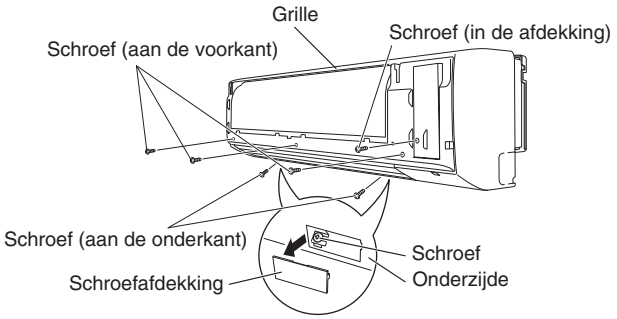

Afb. 3-13
(3) Verwijder de 3 schroeven van de voorkant van de unit en verwijder de schroefafdekkingen aan de onderzijde. Verwijder vervolgens de 2 schroeven. (Afb. 3-13)
(4) Verwijder de schroef van de rechter afdekplaat en verwijder de afdekking. (Afb. 3-13)